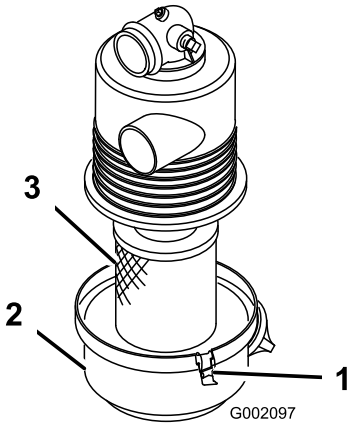

Figuur 33
3. Maak de sluitingen los waarmee het deksel van het luchtfilter is bevestigd aan het luchtfilterhuis. Verwijder het deksel van het luchtfilterhuis. Reinig de binnenkant van het luchtfilterdeksel (Figuur 33).
4. Schuif het filter voorzichtig uit het luchtfilterhuis om zo weinig mogelijk stof te verplaatsen (Figuur 33). Zorg ervoor dat u niet met het filter tegen het luchtfilterhuis stoot.